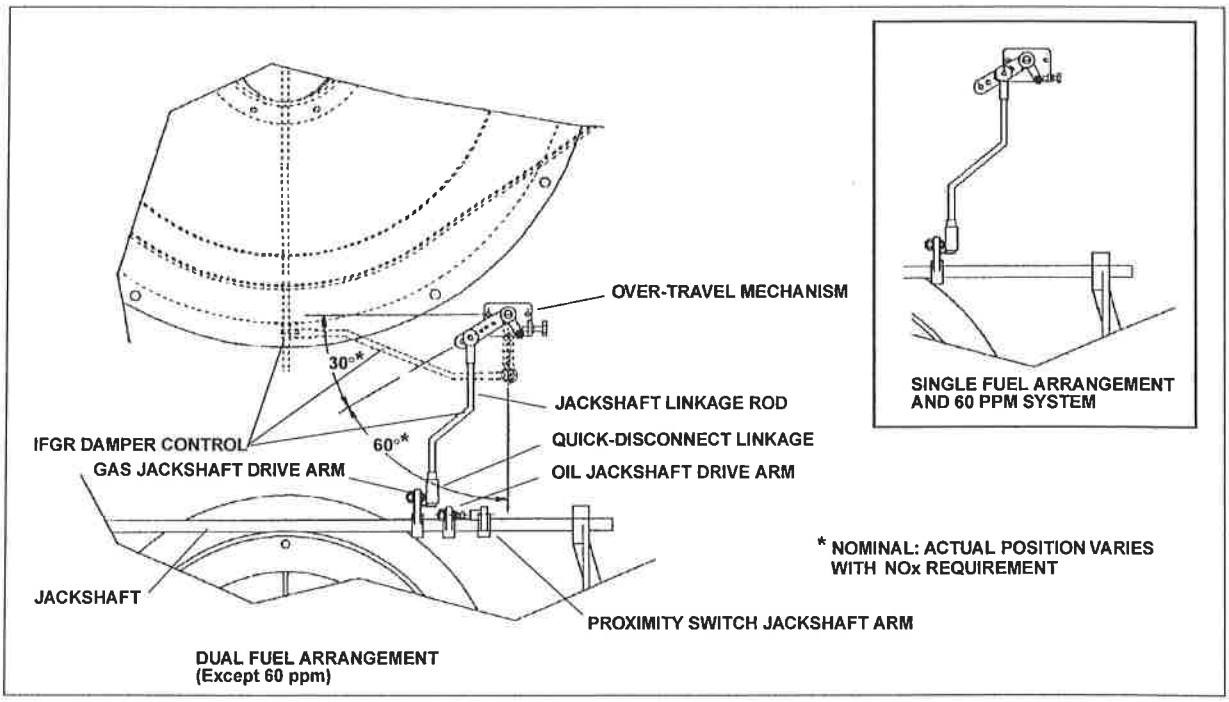

Figure: 1-16 IFGR Damper Linkage
2. IFGR Damper Linkage (Figure 1-16). The IFGR damper is positioned by the control linkage. The linkage could consist of a single arm, or it could consist of several arms driven from the jackshaft to provide modulating control (see Figure 1-16).
4. Fuel Change-Over Linkage (Figure 1-16). When a boiler is equipped to fire either gas or oil (dual-fuel boilers), and the required NOx levels are below 60 ppm on natural gas, a dual-linkage arrangement is used to provide the different recirculation rates required for each fuel. Two jackshaft drive arms are provided, one for oil and one for gas. The linkage is manually connected to the appropriate arm, based on the fuel being used.